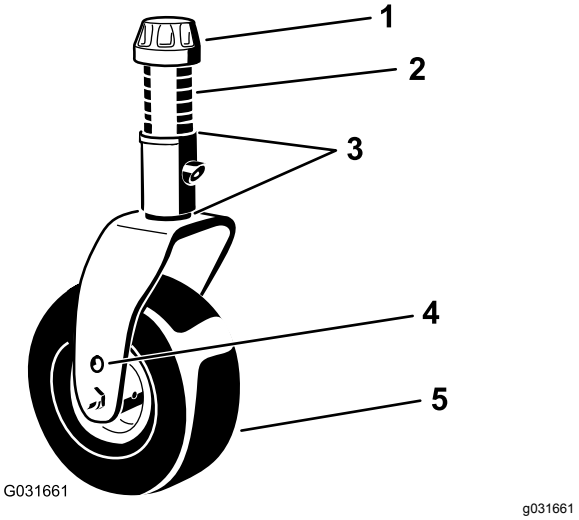

Figur 34
4. Brug den medfølgende styrehjulshættenøgle til at løsne strammehætten. Fjern den fra styrehjulsspindlens aksel, og skub styrehjulets aksel ud af styrehjulsarmen (Figur 34).
7. Monter afstandsstykkerne (som de sad oprindeligt) og de resterende afstandsklodser på akslen (Figur 34).
8. Monter strammehætten og tilspænd den med den medfølgende styrehjulshættenøgle for at fastgøre samlingen (Figur 34).